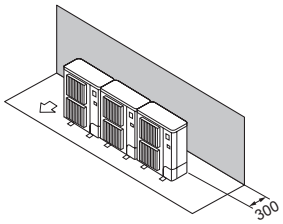

Fig. 2-13
(1) Solo ostacoli posteriori (Fig. 2-13)